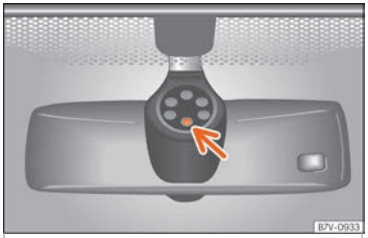

Fig. 149 Rain sensor sensitive surface
Possible causes of faults and mistaken readings *on the sensitive surface* ››› Fig. 149 of the rain sensor include:
- **Clean the sensitive surface of the rain sensor regularly and check the blades for damage ››› Fig. 149 (arrow).**